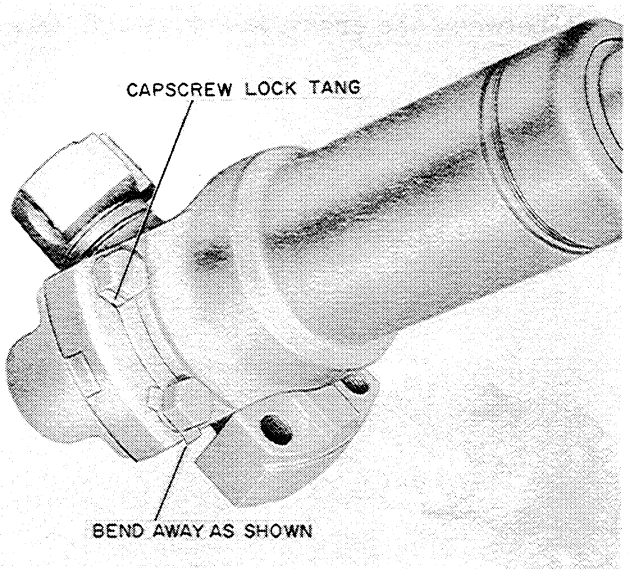

Figure T-83
1. Bend the lock ring away from the capscrews Figure T-83.